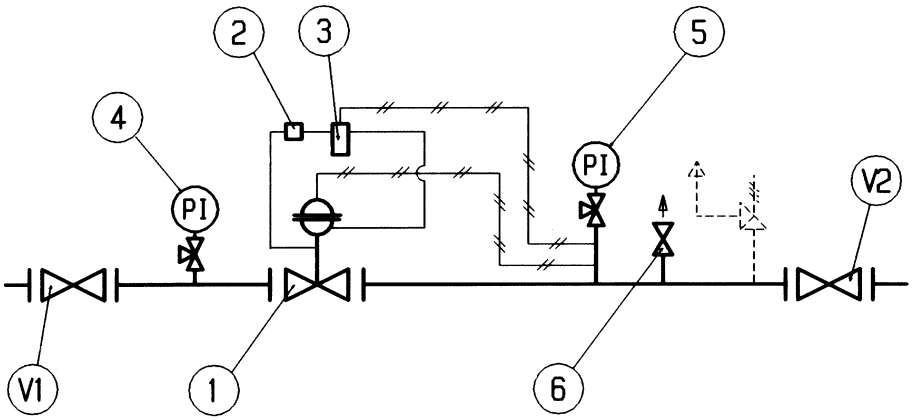

Fig. 12
5.3 REFLUX 819 BASISGERÄT MIT PILOT 204+R14 (ABB. 12)
5.3 MISE EN SERVICE DU DETENDEUR REFLUX 8 19 AVEC PILOTE 204+R14 (FIG.12)